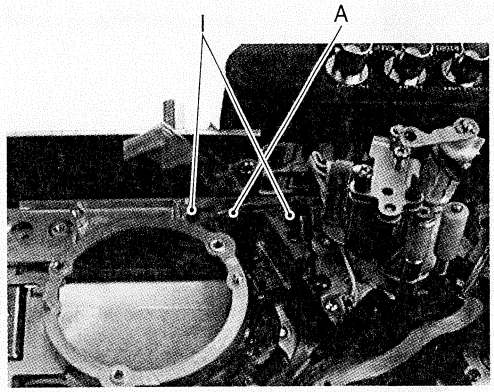

Fig. 2-7-27
3. Remove the three screws 1 then remove take-up catcher A (see Fig. 2-7-27).